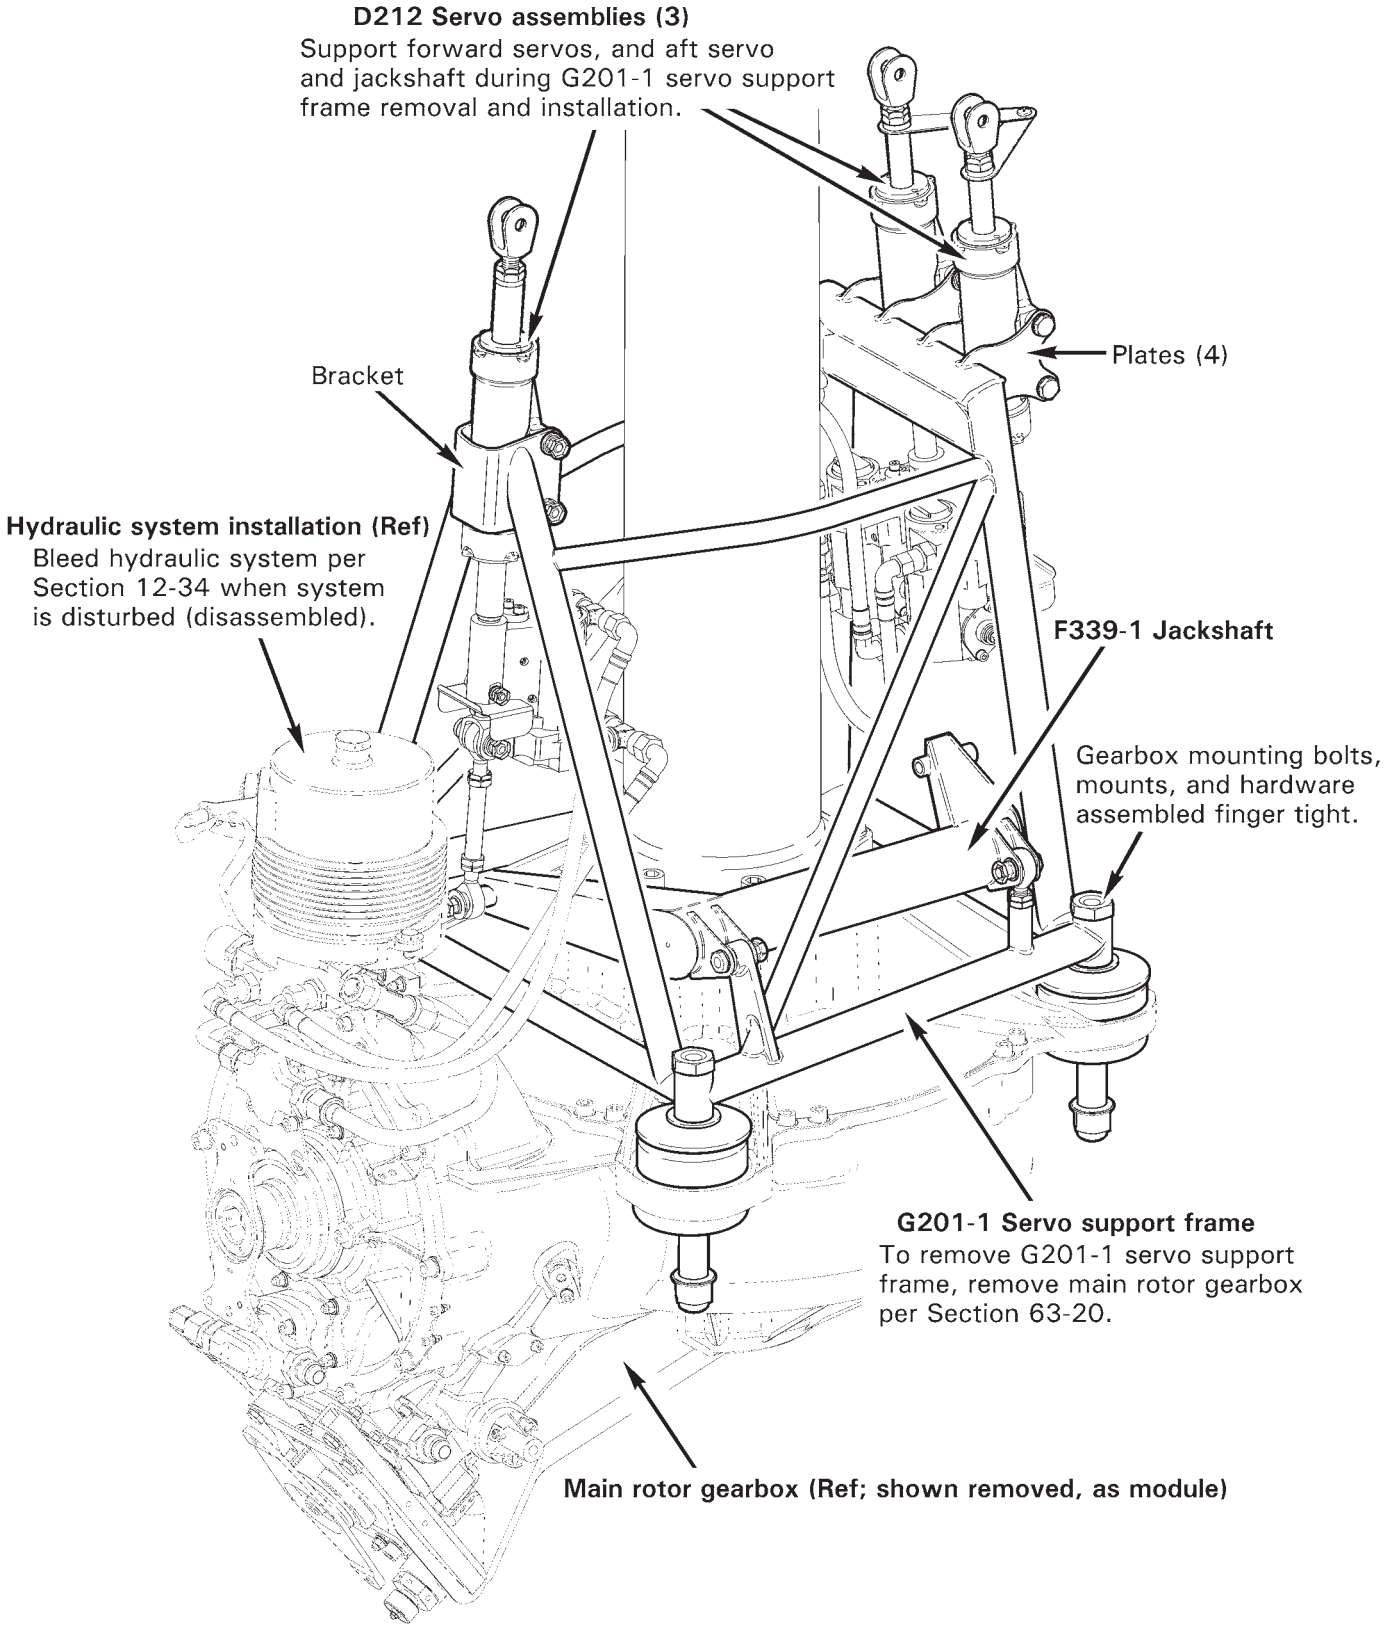

FIGURE 53-3 HYDRAULIC SERVO SUPPORT FRAME
Refer to R66 Illustrated Parts Catalog (IPC) Figure 53-3.
5. Refer to Figure 53-3. Tag F121-3 push-pull tube assemblies with corresponding D212 servo assembly, and tag servos with location on G201-1 servo support frame. Remove hardware securing push-pull tubes to servos.
1. Refer to Figure 53-3. Lower G201-1 servo support frame over mast assembly, onto main rotor gearbox. Install gearbox mounting bolts, mounts, and hardware. Install nuts finger tight.